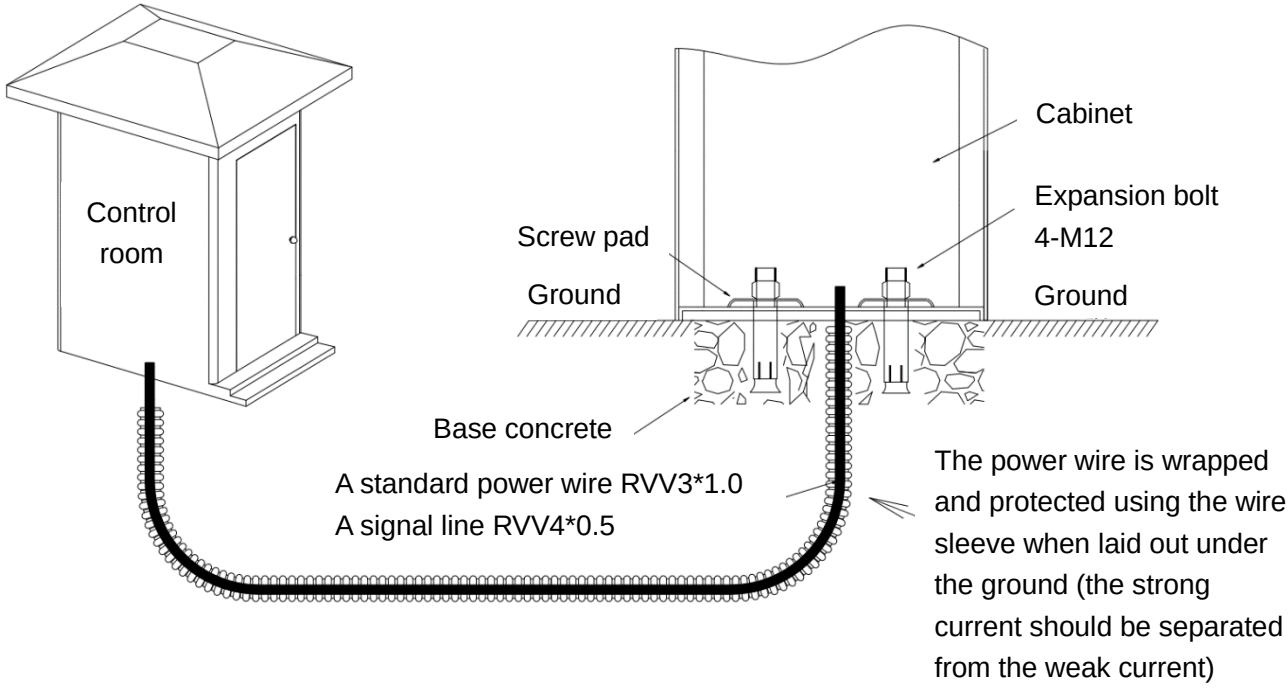

Figure 1-1 Cable embedding
3) Use a tool to open a cable tray on the ground, see figure 1-1.